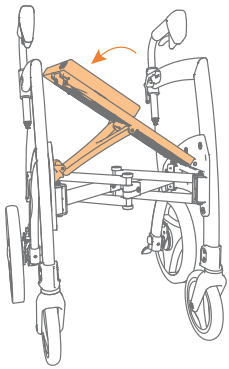

Figuur 8: Duw de zitting omlaag tot u een klik hoort.
b. Duw de zitting met de hand naar beneden tot deze vastklikt. Belangrijk: de zitting zit pas goed vast wanneer u een duidelijke ‘klik’ hoort **(Figuur 8)**.